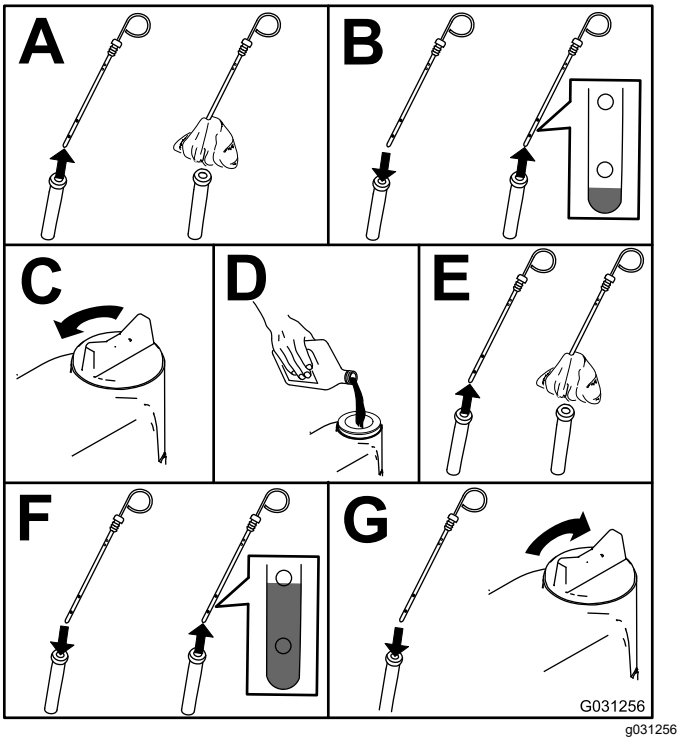

Figur 49
2. Kontrollera motoroljenivån, se Figur 49.